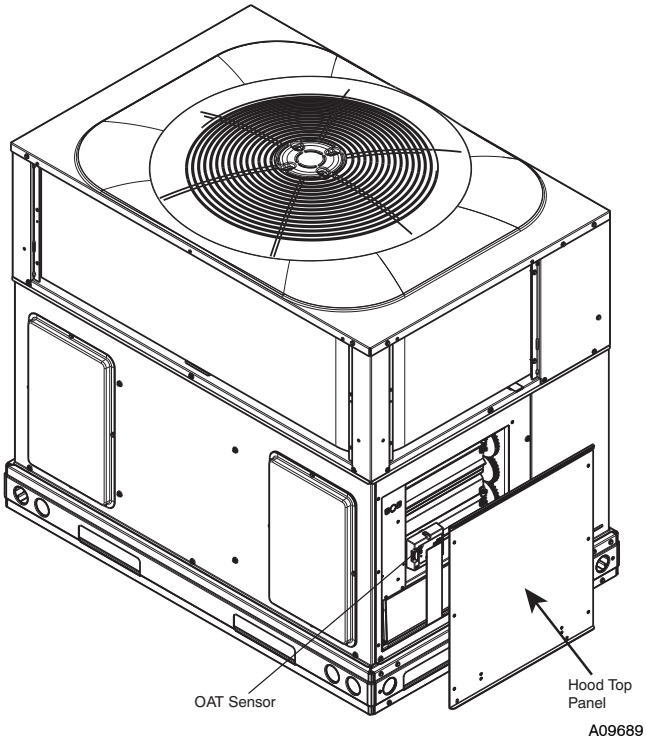

Fig. 27 - Economizer Hood Top Panel Removal
2. Remove economizer hood top panel from the return side of the unit. See Fig. 27. Keep screws and panel next to the unit.